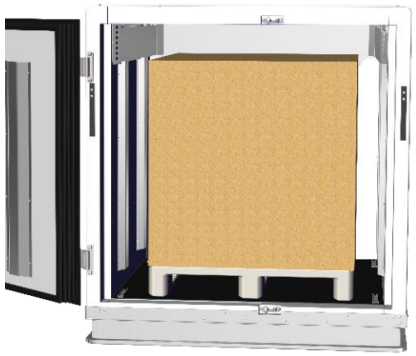

Figure 18 - Pallet loaded in the container.
- Ensure the load is centered inside the container (Figure 18).